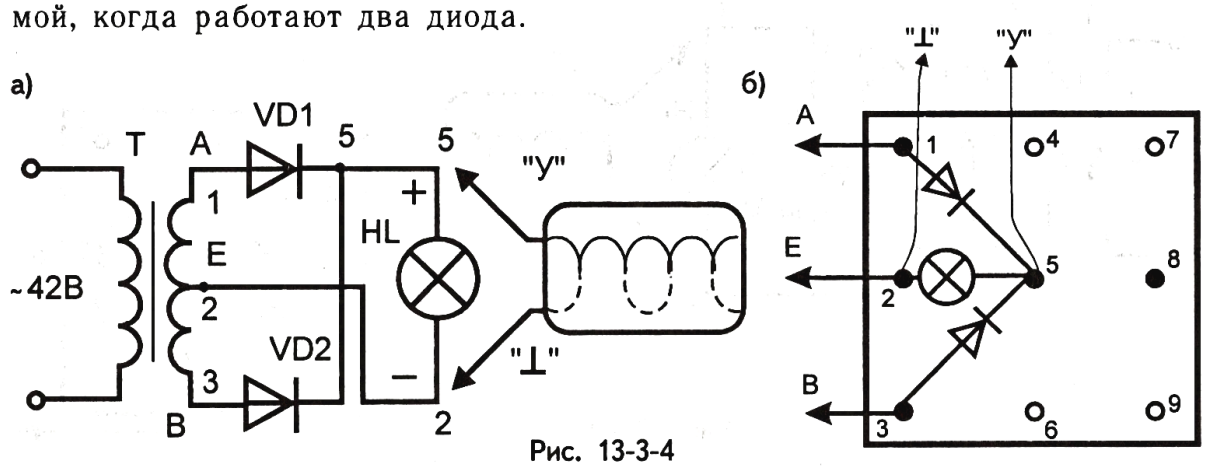

Рис. 13-3-4
1. Соберите двухполупериодный выпрямитель, подключив к выходу трансформатора со средним выводом на вторичной обмотке два выпрямительных диода (рис. 13-3-4). В качестве трансформатора можно использовать блок питания (его трансформатор), усовершенствованный согласно заданию 13-3-2.